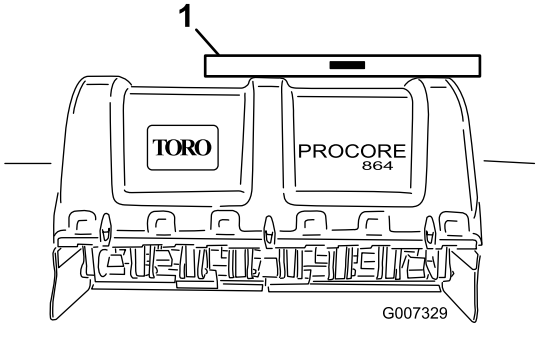

Figuur 15
2. Plaats een waterpas bovenop het frame van de machine om te controleren of deze in de breedterichting waterpas staat (Figuur 15).